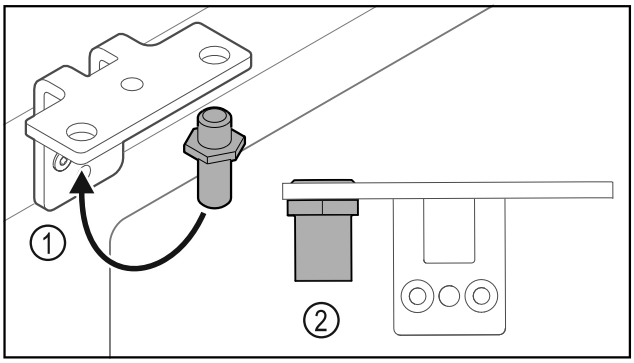

Fig. 33
▶ Cambiar la posición del perno *Fig. 33 (1)* en la escuadra de bisagra.
▶ Apretar el perno *Fig. 33 (2)* con un **par de 12 Nm**.